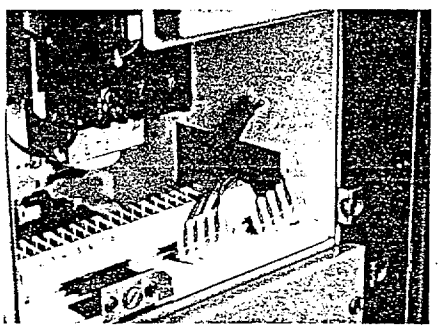

Figure 32: Disconnected terminal blocks
5. Disconnect the power wiring from the starter terminals or, if provided, the power terminal blocks. Tag the terminations for re-installation (figure 32).